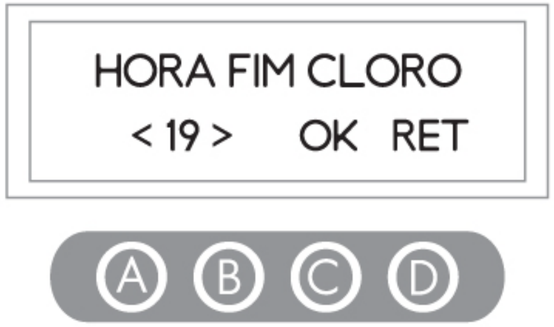
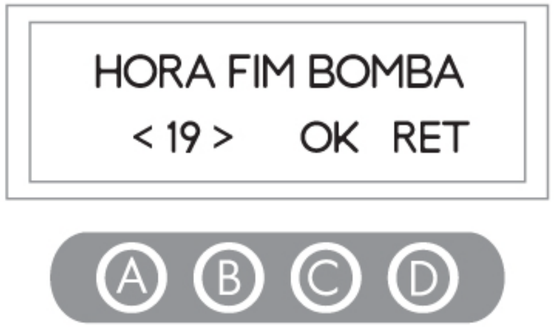

figura 44
figura 45
1) Definido o horário de inicio da operação, há a necessidade agora de se definir o horário de término do processo de geração de cloro. Normalmente em uma instalação, iniciamos por ter um tempo igual ao tempo de filtragem (motobomba ligada), conforme a **figura 44**. Após alguns dias, se houver necessidade, esse tempo poderá ser alterado para se adequar às necessidades de sua piscina. Pressionando as teclas **A** ou **B**, poderemos alterar a hora de término do processo de geração de cloro e com a tecla **C** (OK) confirmamos a alteração e passamos à etapa seguinte da programação. Se houver necessidade de se retornar à tela anterior, pressione a tecla **D** (RET).
2) A próxima etapa da programação é a definição do horário de término da filtragem (bombeamento), que obrigatoriamente deverá ser igual ou superior ao horário anteriormente programado, conforme indicado na **figura 45**. A alteração desse horário se dará pressionando as teclas **A** ou **B** até o horário desejado e confirmando o valor apertando a tecla **C** (OK). Se houver necessidade de se retornar à tela anterior, pressione a tecla **D** (RET).
2) Após a confirmação do horário do fim de bombeamento, a programação passará ao dia seguinte da semana (conforme **figura 42**), onde haverá a necessidade das programações de inicio de operação (conforme **figura 43)**, fim da cloração (conforme **figura 44**), e fim de bombeamento (conforme **figura 45**), e a assim sucessivamente até finalizarmos todos os dias da semana.Quando todos os dias da semana estiverem programados, aperte a tecla **D (RET)**, até que o display retorne ao estado em que se encontrava no início da programação.